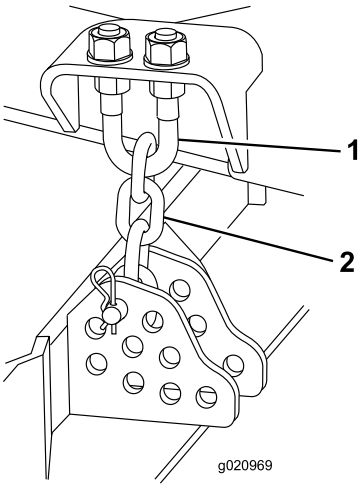

Figur 78
1. Lossa kontramuttrarna överst eller underst på klipphöjdskedjans U-bult (Figur 78).